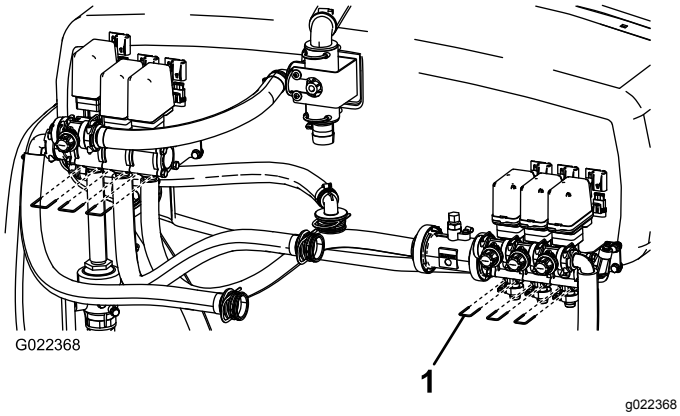

Figuur 50
B. Verwijder de 3 vorken waarmee de klepzittingen aan het klepstel zijn bevestigd (Figuur 50).
Opmerking: Controleer of de veren in de klep aanwezig zijn (Figuur 50).